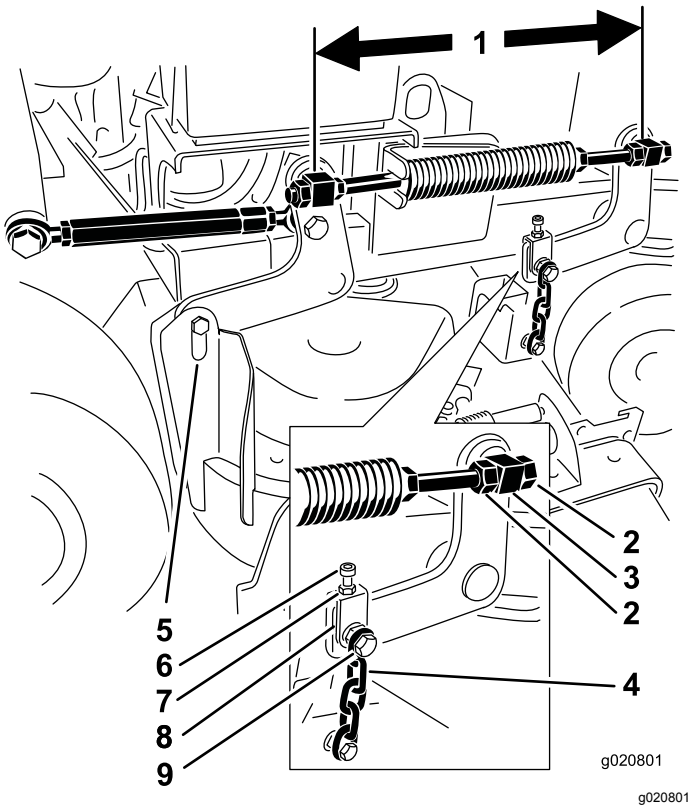

Rysunek 82
6. Sprawdź odległość między osiami obrotu, wykonując pomiar między środkami osi obrotu (odległość międzyśrodkowa) dla każdego pręta gwintowanego (Rysunek 82).
11. Jeśli konieczna jest regulacja, poluzuj górną śrubę łańcucha (Rysunek 82).
5. Poluzuj górne śruby łańcuchów (Rysunek 82).